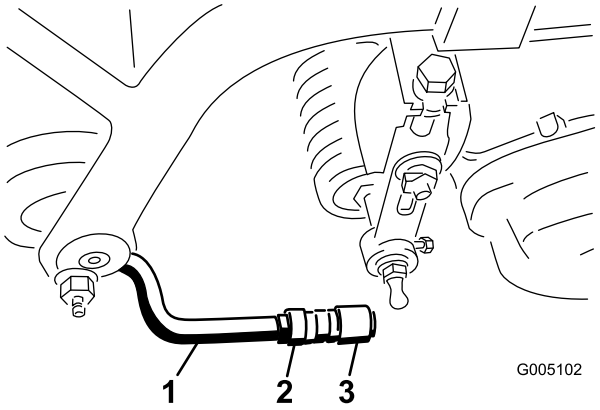

Figur 11
6. Juster mufferne i kugleleddene, så muffens åbne side centreres hen imod kugletapskruen. Tilspænd kontramøtrikkerne for at fastgøre mufferne på deres plads (Figur 11).